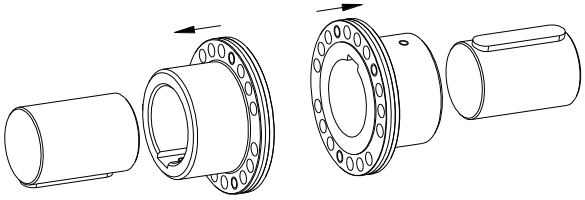

Fig. 14 : Montage des brides d'accouplement
- Monter les brides d'accouplement sur les arbres moteurs et récepteurs (voir fig. 14).